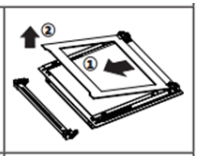

Figura 19
1. Pressione os fechos de plástico do lado esquerdo e direito, como mostra a figura 17, e levante o perfil puxando-o na sua direção, como mostra a figura 18. O vidro fica livre depois de o perfil ser removido, como mostra a figura 19. Puxe cuidadosamente o vidro que ficou livre na sua direção. Se necessário, o vidro central pode ser retirado da mesma forma. O vidro externo é fixado no perfil da porta da câmara de cozimento. Os vidros podem ser limpos facilmente após a sua separação. Quando a limpeza e a manutenção estiverem concluídas, pode substituir os vidros e o perfil efectuando o procedimento de remoção no sentido inverso. Certifique-se de que o vidro é inserido na direção correta e que o perfil encaixa corretamente.